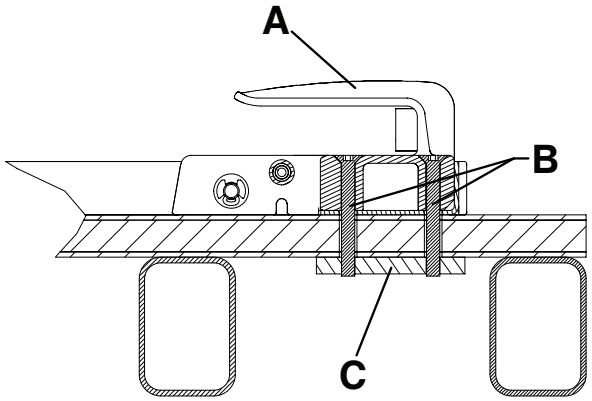
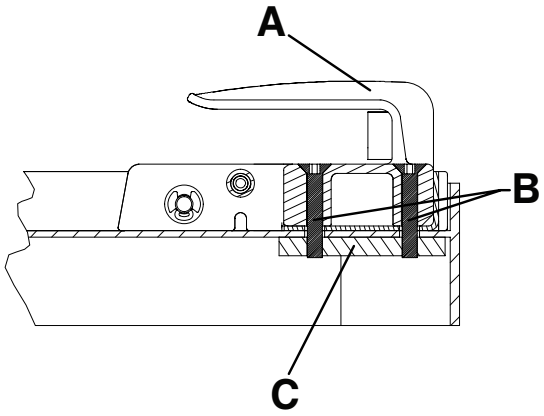

Figura 9 – Extremidade do lado da cabeça na montagem no piso — Vista 4A
Figura 10 – Extremidade do lado da cabeça na montagem no tabuleiro — Vista 4B
- É necessária uma placa de suporte em aço (C) (ou equivalente) para suporte adicional (não fornecida) (Figura 9 ou Figura 10).